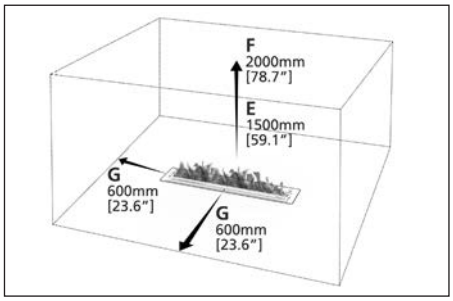

Fig. 4
B. « EMPLACEMENT DU BRULEUR SANS FOYER » *(Fig.4)*